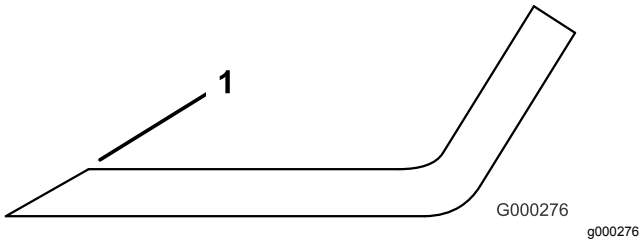

Figuur 119
3. Inspecteer de snijranden van alle messen en slijp de snijranden als deze bot zijn of bramen vertonen (Figuur 119).
Opmerking: Slijp alleen de bovenkant van de snijrand en behoud de oorspronkelijke snijhoek om te zorgen dat het mes scherp blijft (Figuur 119). Het mes blijft in balans als u van beide snijranden dezelfde hoeveelheid metaal verwijdert.